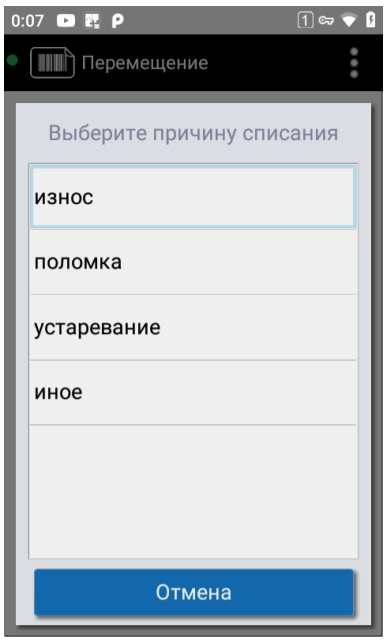

Рисунок 57. Выбор причины списания
- если включён параметр «перемещение в ячейку списания с указанием причины», для каждого пенала выбирается причина списания: износ, поломка, устаревание, иная (см. Рисунок 57);